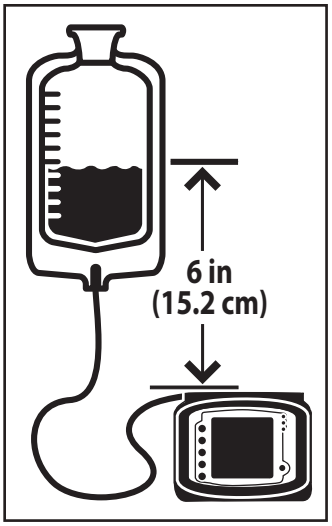

Figure 4B. Niveau de liquide correct.
4. **Accrocher la poche du set de pompe de manière à ce que le haut du volume de départ de préparation nutritive se situe à 15,2 cm (6 pouces) au-dessus de la pompe (Figure 4B).**
7. **Le haut du volume de départ de préparation nutritive doit se situer à 15,2 cm (6 pouces) au-dessus de la pompe (Figure 4B).**